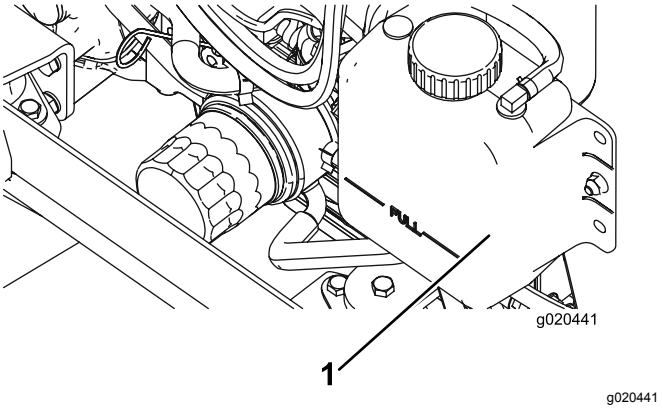

**Figuur 89**
1. Verwijder voorzichtig de doppen van de radiateur en de expansietank (Figuur 89).